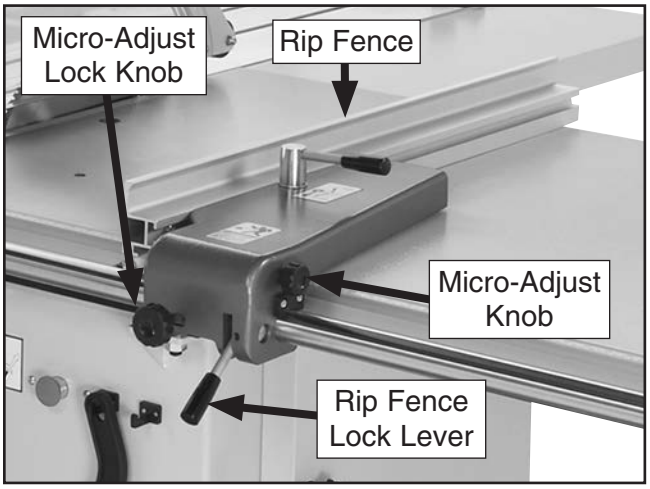

Figure 113. Proper position of rip fence.
5. Position leading edge of rip fence so it extends across extension wing, as shown in **Figure 113**, then retighten lock lever.
6. Lift rip fence lock lever (see **Figure 113**) and adjust fence to approximate width of cut.
7. Tighten micro-adjust lock knob (see **Figure 113**), then turn micro-adjust knob to fine tune width of cut.